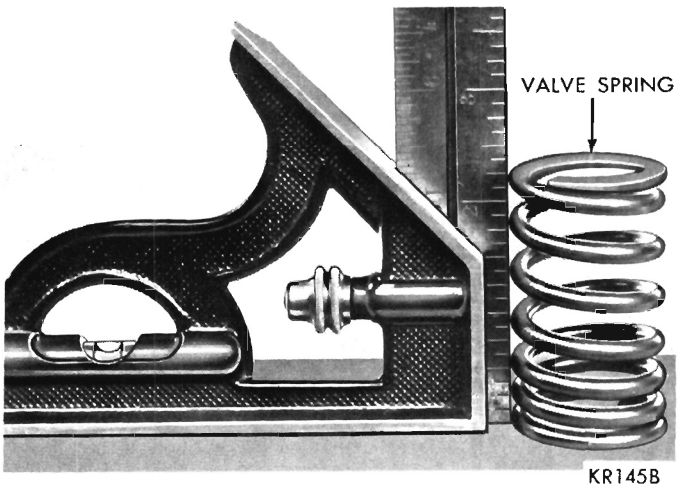

Fig. 15—Inspecting Valve Spring Squareness
(2) Inspect each valve spring for squareness with a steel square and surface plate, test springs from both ends (Fig. 15). If the spring is more than 1/16 inch out of square, install a new spring.